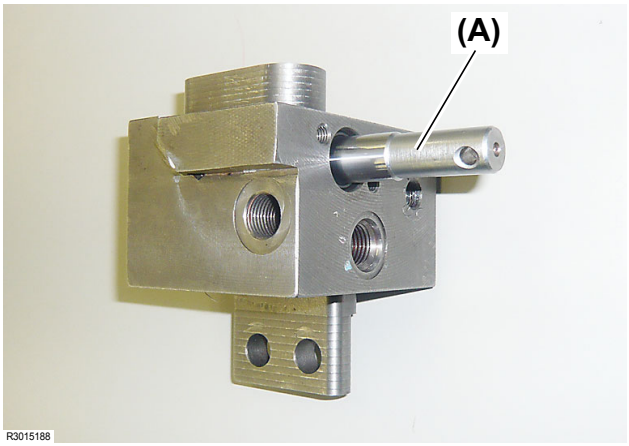

Fig. 21
13.Pull out the main spool **(Fig. 21, (A))**.